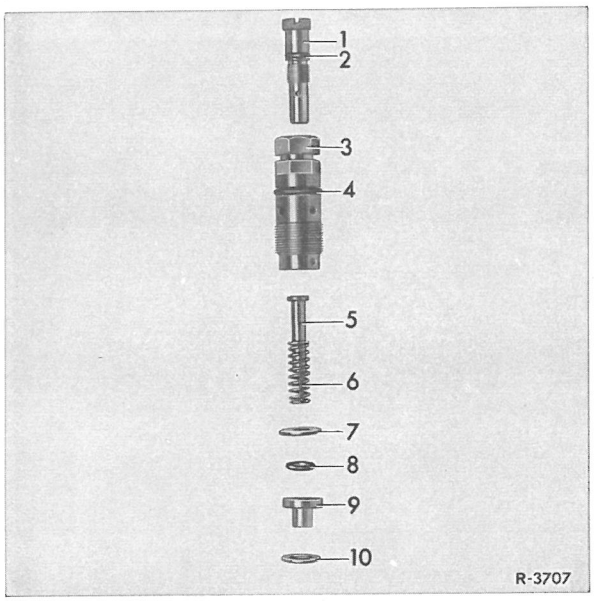

Fig. 07-4/6
6 Gummiringen (8) sættes ind i styrerøret (9). Trykfjeder (6) og skive (7) skydes ind på nåledysen, og denne trykkes ind i styrerøret (9) fig. 07-4/6).